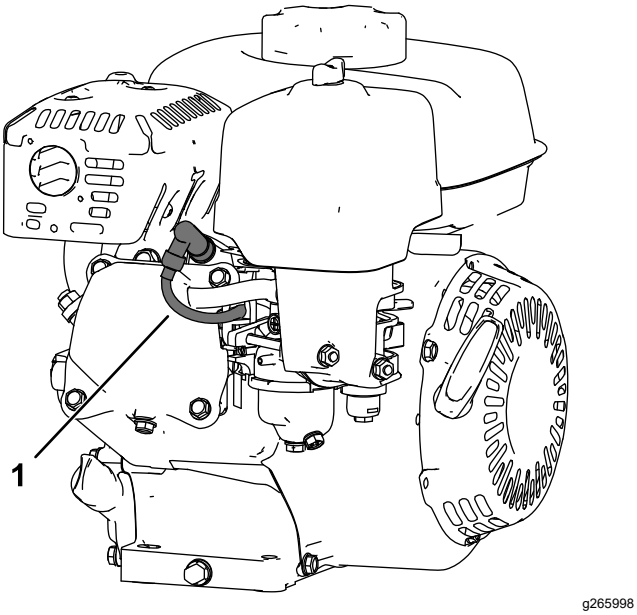

Figur 23
5. Koppla loss tändkabeln (Figur 23).